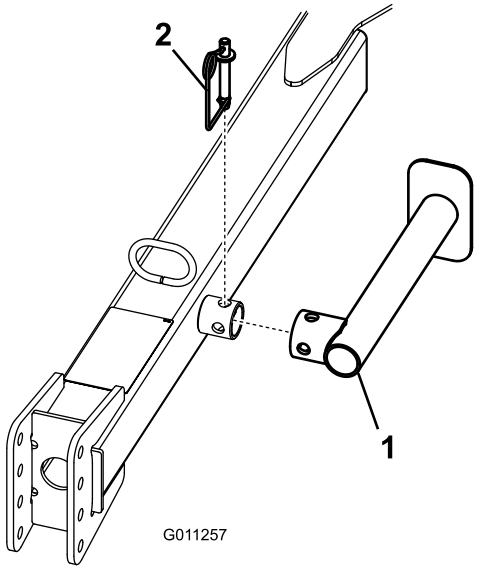

**Figur 8**
3. Fjern fjærtappen, roter støttebenet ned og monter fjærtappen (Figur 8).